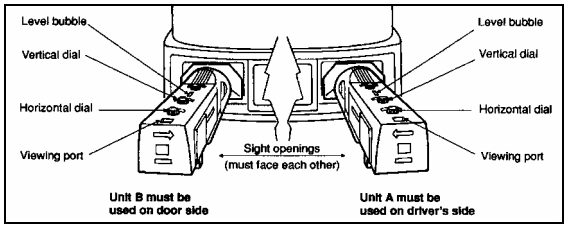

FIGURE 56: HEADLIGHT ALIGNMENT 06090
2. Install aligners on headlights (unit A on driver's side and unit B on other side with the sight openings facing each other) by pushing the handle forward to secure rubber suction disc. Pull handle until it locks. Refer to figure 56.